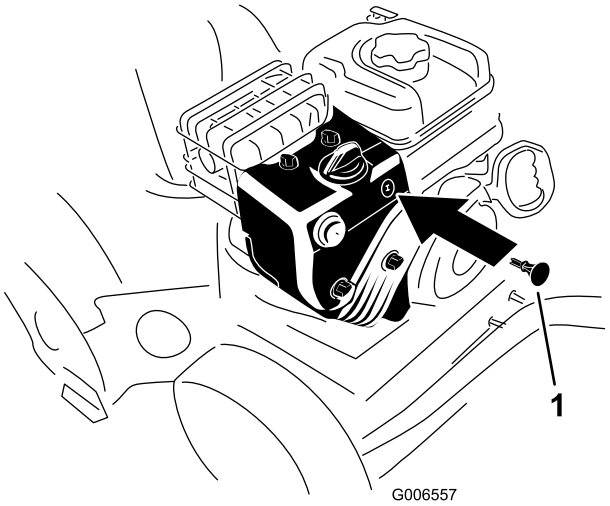

Figur 19
3. Sett inn tenningsnøkkelen (Figur 19).